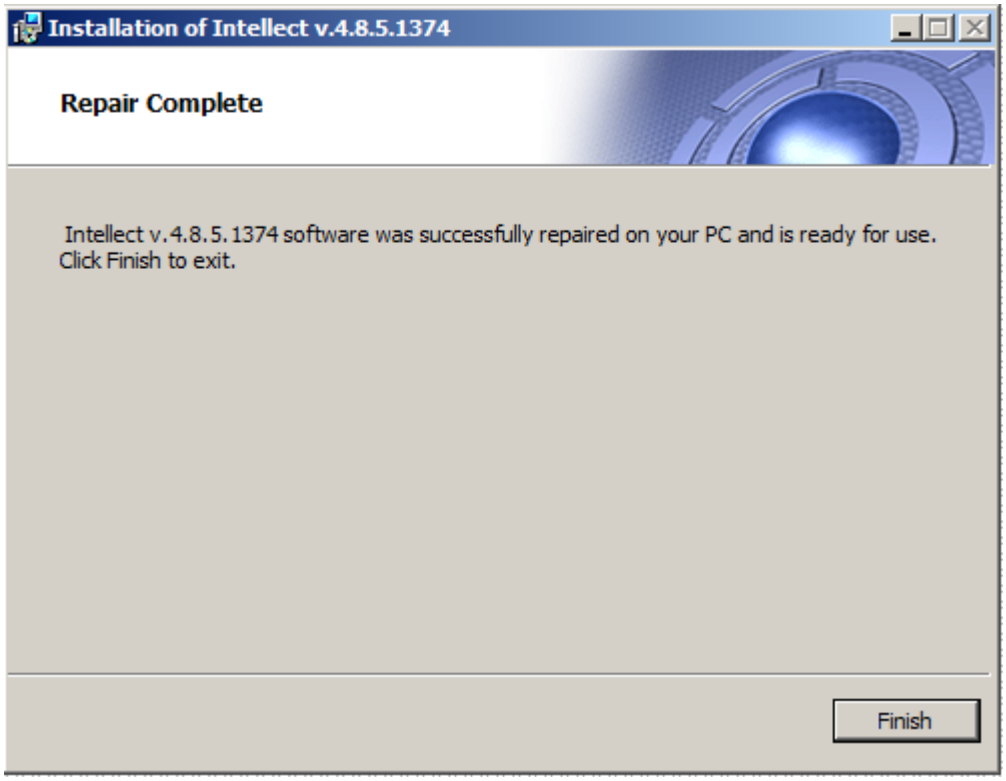

Figure 5.2-5. Re-installation finish dialog box
As soon as all files are copied, the “Repair Complete” dialog box is displayed (Figure 5.2-5).
5. Click the “Finish” button (Figure 5.2-5).